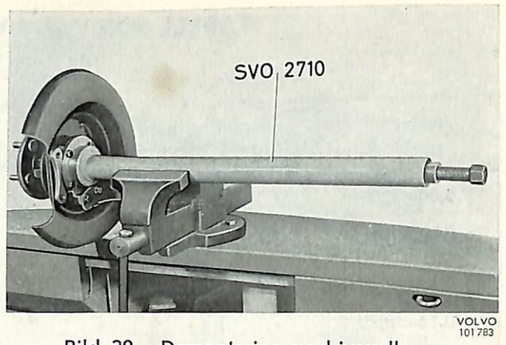

Bild 20. Demontering av drivaxellager
7. Sätt fast SVO 2710 i skruvstycket. Skjut in drivaxeln och montera fästskruvarna för bromssköld och -hållare. Drag loss lagret med avdragaren, se bild 20. Tag därefter bort bromssköld och hållare.